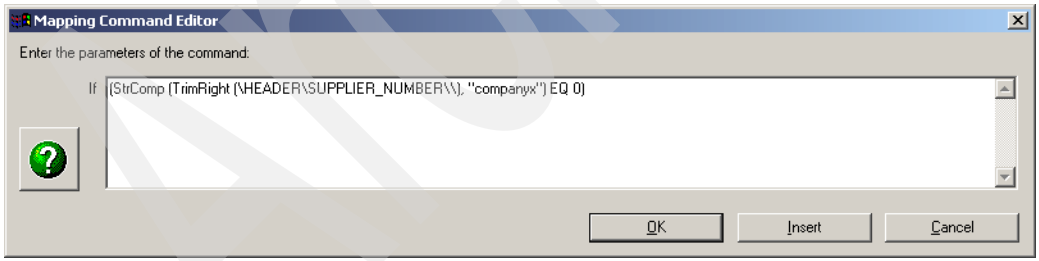

Figure 16-6 Mapping command
10. The final step in completing this mapping command is to provide a value that will be compared against the SUPPLIER_NUMBER field. Overwrite the charValue2 string with `companyx`. The StrComp() function should return a value of 0 if the two values are equal. Enter `EQ 0` after the StrComp() function, but before the closing right parenthesis. Your mapping command should appear as shown in Figure 16-6 on page 545. Click **OK** to close the Mapping Command Editor and return to the Data Transformation Map Editor.